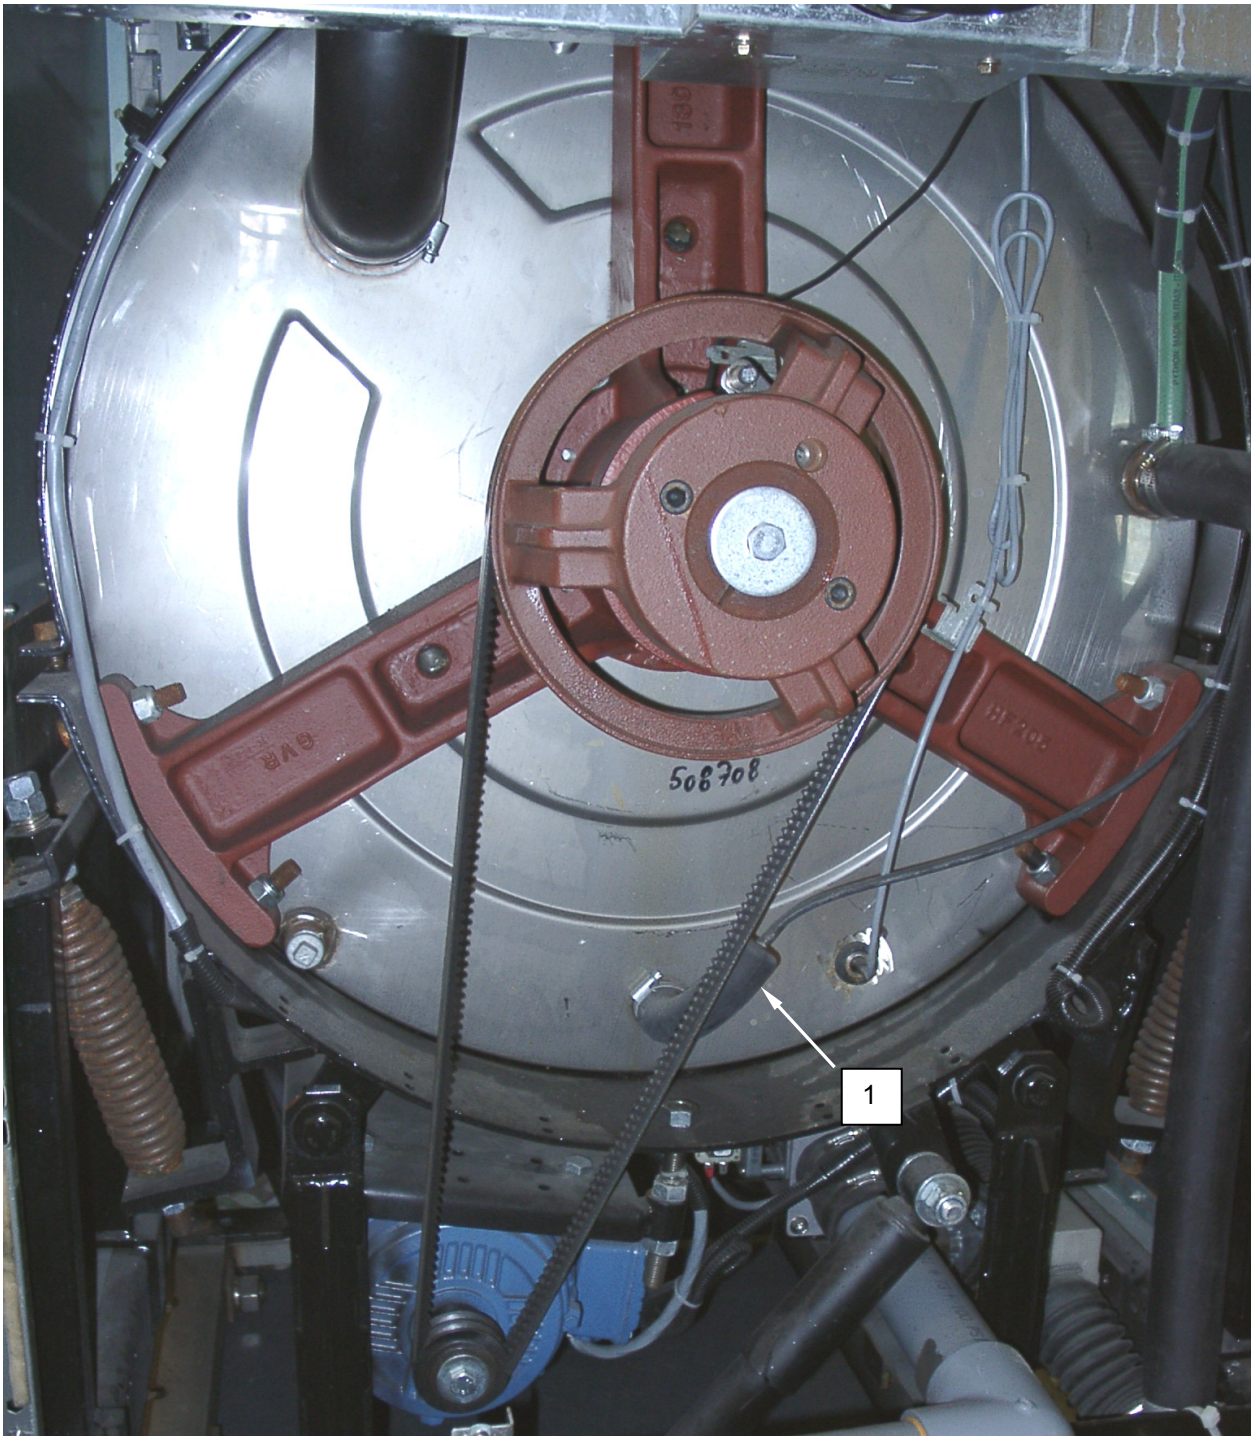

Figure 1. Inspect the Level Sensing Tube.
2. Inspect the level sensing tube **(Figure 1, Item 1)** for material damage, wear, pinching, and proper connection.